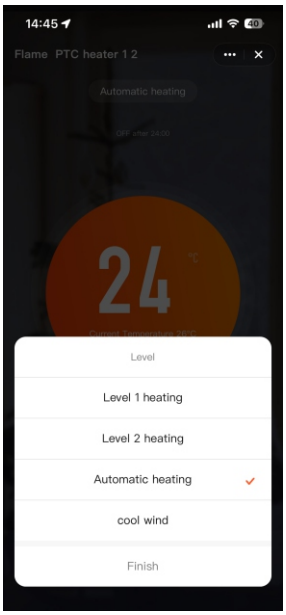

Imagen9
3. Pulse «Nivel» para acceder a la imagen 9.